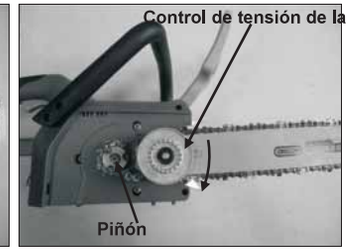

Fig. 2C Fig. 2D
5. Coloque la cadena de la sierra en la ranura de la barra guía, asegurándose de que los dientes de la sierra quedan mirando en la dirección correcta, coincidiendo con la flecha en la barra guía (Fig. 2C).